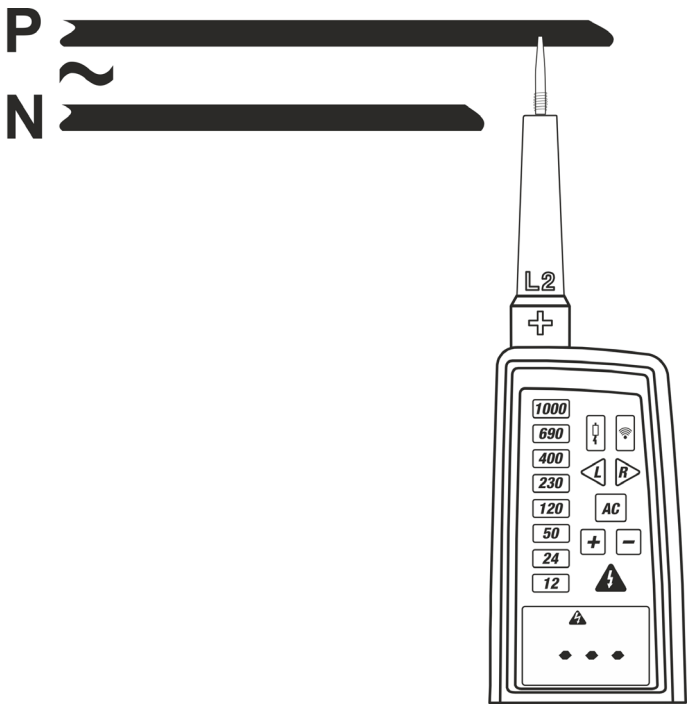

Fig. 7: Medida de Tensión CA a 1-punta de prueba (polaridad)
2. Conecte las puntas **L2** a la fuente en prueba (ver la Fig. 7). La medida se realiza sólo con contacto **de la punta sobre la parte metálica de los conductores**